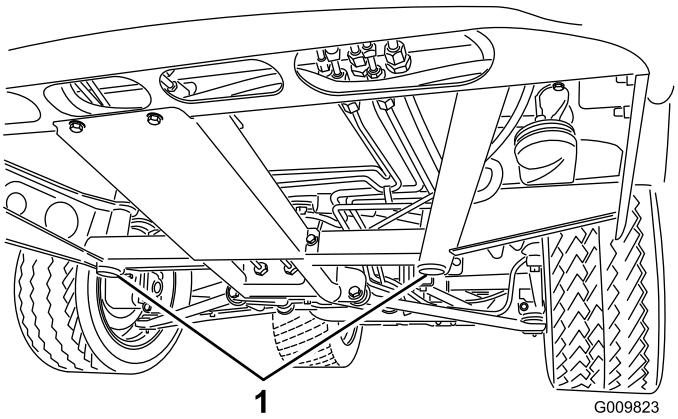
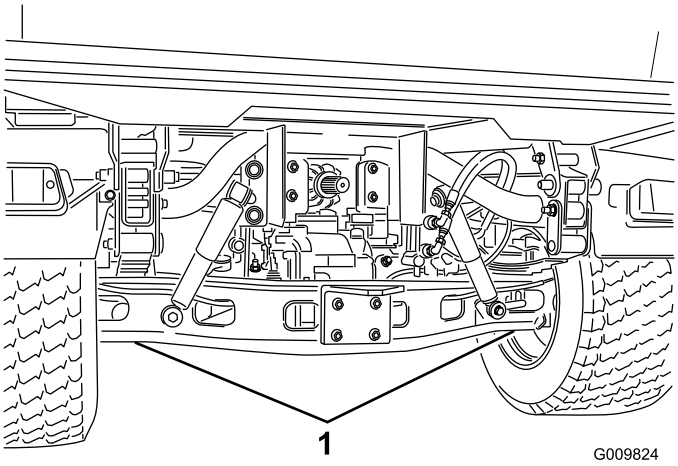

Figuur 35
Figuur 36
- Het kriksteunpunt aan de voorkant van de machine bevindt zich onder het middelste steunpunt van het voorframe (Figuur 35) en aan de achterkant onder de achteras (Figuur 36).